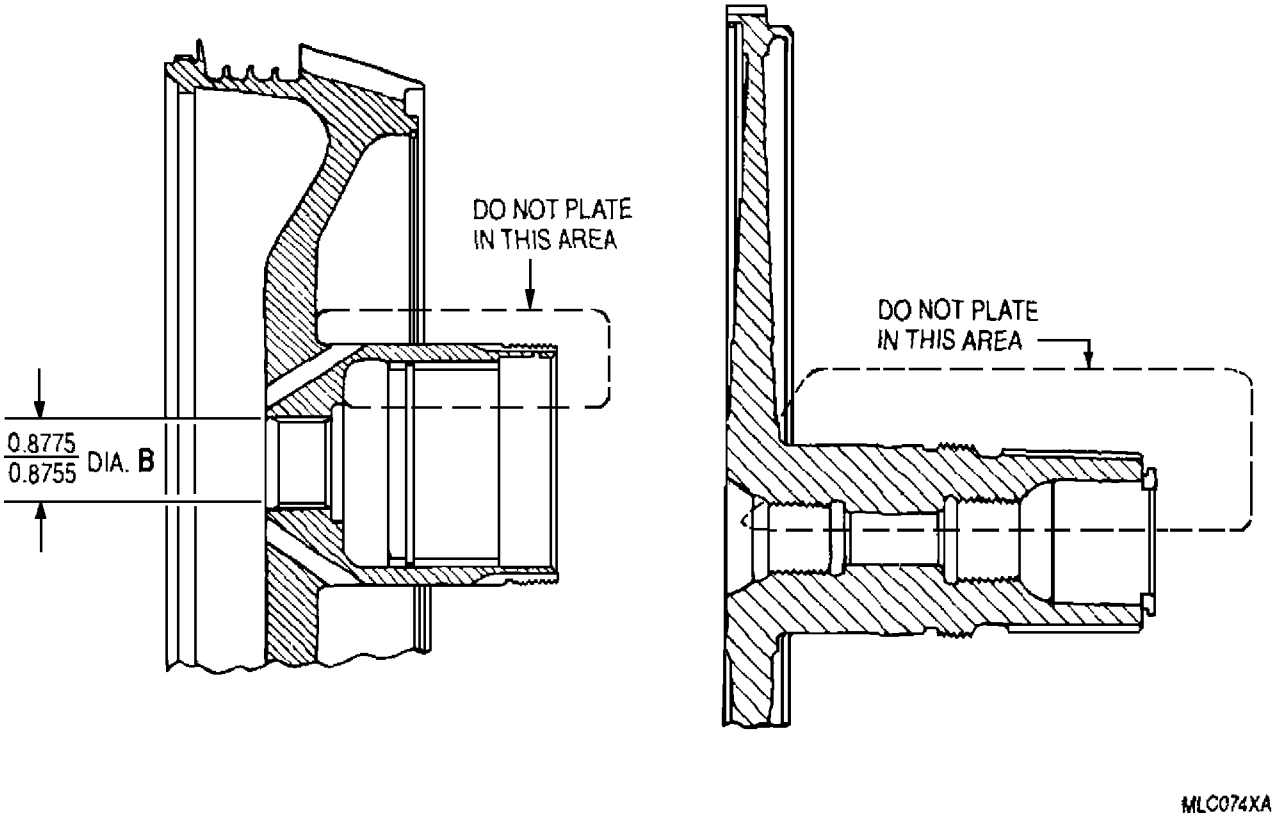

Figure 9. Compressor First− and Fourteenth−Stage Wheel No Plating Areas
(1) First−Stage wheel (carburized): Electroless nickel plate per WP 018 00. Plating thickness shall be 0.00075 − 0.00200 in. except on wheel ID it may be 0.0003 − 0.0020 in. thick (figure 9). Dimension A (figure 10) must be within limits specified after all processing.
(3) Fourteenth−stage wheel (except part number 6858624): Nickel cadmium plate all over per WP 018 00 except where shown in figure 9. Nickel plate thickness shall be 0.00075 − 0.00200 in. thick. Dimensions A (figure 10) must be within limits specified after all processing.